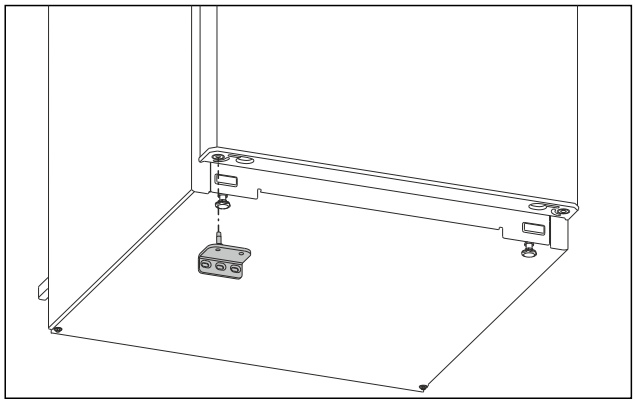

Fig. 14
▶ Aseta alempi laakerijalusta vastapäiselle puolelle. (katso Fig. 14)